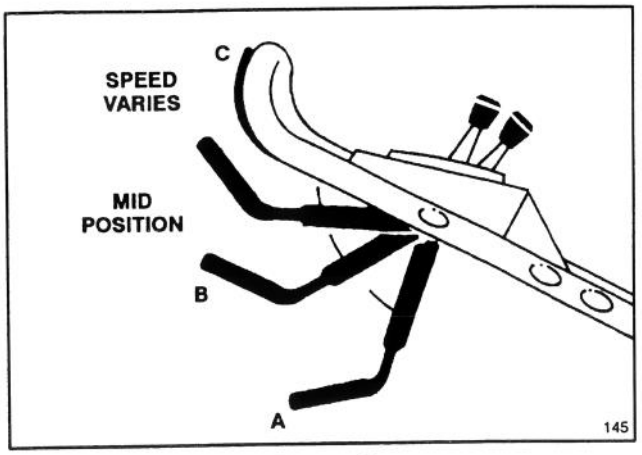

Figure 9
4. BLADE AND TRACTION OPERATION (Fig. 9)—Move control bar down to "A" and raise to "B" to engage blade. Squeeze control bar against handle "C" to drive. To disengage traction drive but keep blade engaged, gradually release control bar to mid position. To self–propel with blade disengaged, simply squeeze control bar against handle, eliminating downward movement necessary for blade engagement.
5. STOPPING (Fig. 9)—Release control bar to stop blade and traction drive. Move ground speed control to "N". To stop engine, move throttle to OFF. Pull wire off spark plug if mower will be unattended or not used.